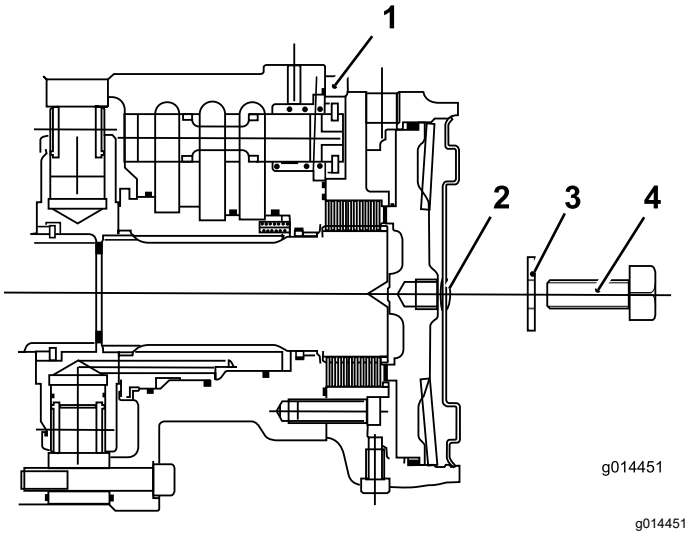

Figur 42
6. Monter en bolt (12 x 40 mm) og skive (12 mm) i hullet midt på motorendeplaten (Figur 42).
7. Stram til bolten i det gjengede hullet i bremsestempelet til bremsen frigjøres (Figur 42).